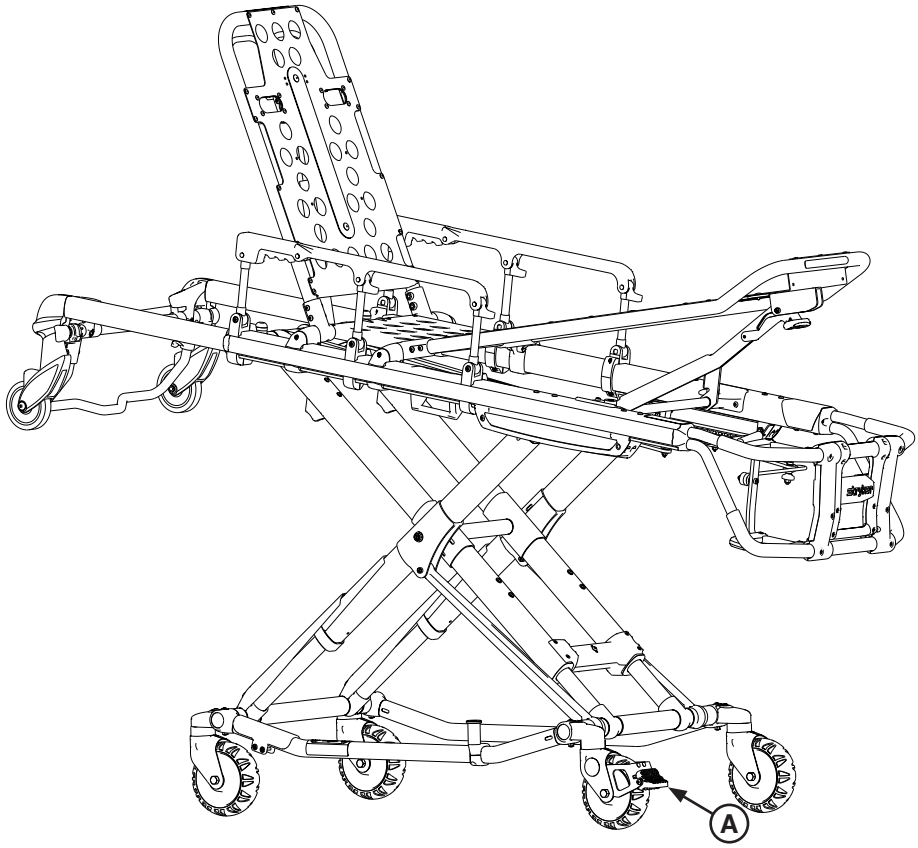

Figura 37
Per attivare i fermaruote opzionali, premere a fondo il pedale (A) come mostrato in Figura 37 finché non si arresti e si appoggi stabilmente sulla superficie della ruota.